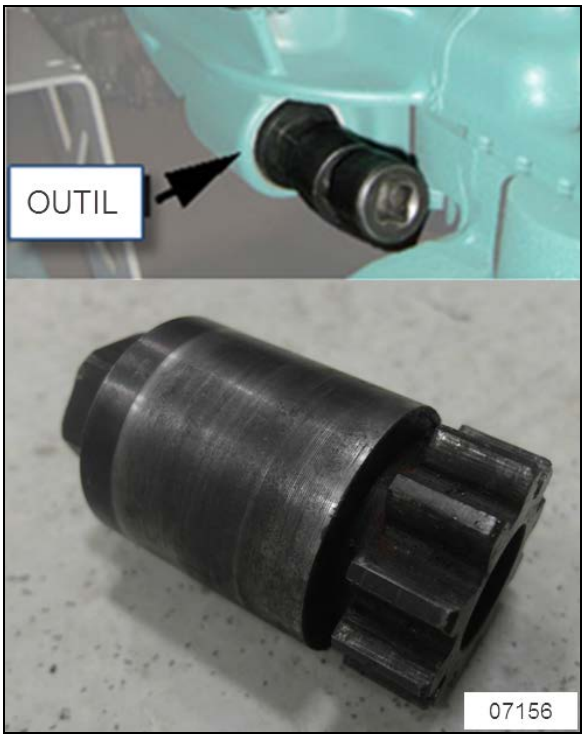

FIGURE 10: OUTIL VOLVO #88800014
3. Avec le démarreur démonté, utiliser l'outil Volvo #88800014 (Figure 10) pour tourner le moteur afin d'aligner un des 12 trous de montage des vis dans le disque flexible vis-à-vis l'ouverture d'accès du démarreur. Si vous n'avez pas l'outil Volvo, utiliser la vis de la poulie de vilebrequin et une clé adéquate pour tourner le disque flexible.
12. Retirer la vis guide sans tête de l'adaptateur du disque flexible par l'ouverture d'accès du démarreur. La remplacer par une vis autobloquante et engager, mais sans serrage, les vis restantes. Utiliser l'outil Volvo #88800014 (Figure 10) afin d'aligner les trous. Si vous n'avez pas l'outil Volvo, utiliser la vis de la poulie de vilebrequin et une clé adéquate pour tourner le disque flexible.